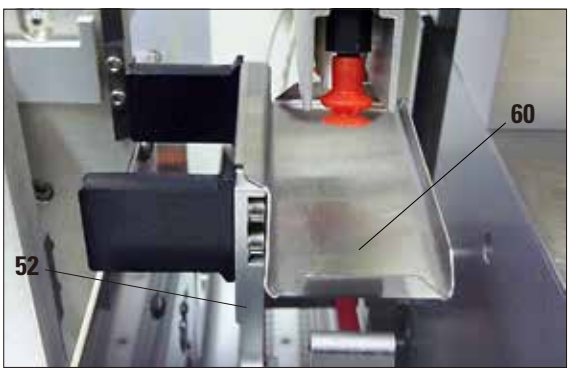

図 27
- カバーガラス受けトレーは、図 27（**52**）に示すようにスライドイジェクターの内部右側に取り付けます。カバーガラス受けトレーが正しい位置にあることを必ず確認してください。